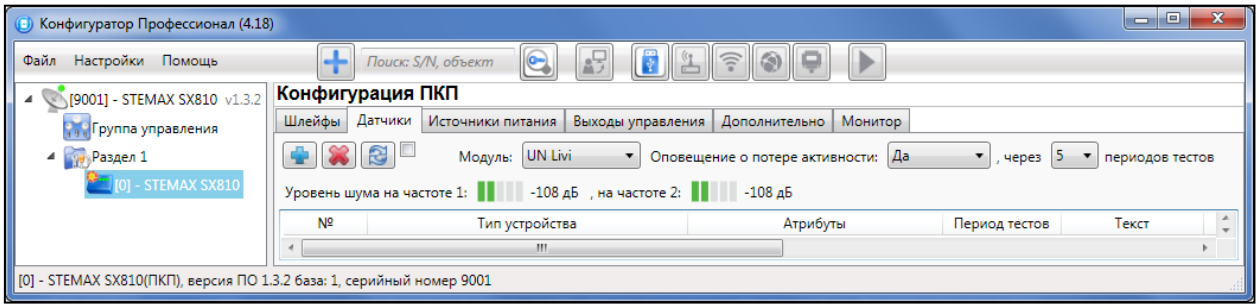

Рисунок 4.40 — Вкладка датчики (основные параметры работы радиоустройств Livi)
4. В верхней части вкладки *Датчики* (см. рисунок 4.40) осуществляется выбор радиосистемы с помощью раскрывающегося списка *Модуль*. В списке выберите модуль UN Livi и дождитесь, пока программа *Конфигуратор Профессионал* запишет модуль расширения в конфигурацию контроллера.
1. На вкладке *Датчики* нажмите кнопку (см. рисунок 4.40).